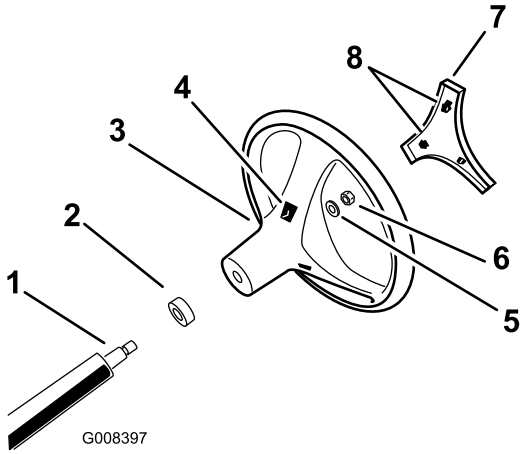

Figuur 3
4. Zet het stuurwiel met de borgmoer vast aan de stuuras (Figuur 3). Draai de borgmoer vast met een torsie van 24 tot 29 Nm.
5. Lijn de lipjes in het kapje uit met de gleuven in het stuurwiel, en klik het kapje op de naaf van het stuurwiel (Figuur 3).